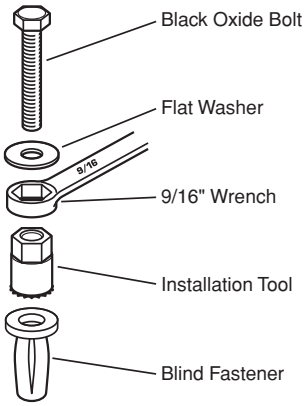

Figure 2
- Install Blind Fastener using Fig. 2 as a guide.